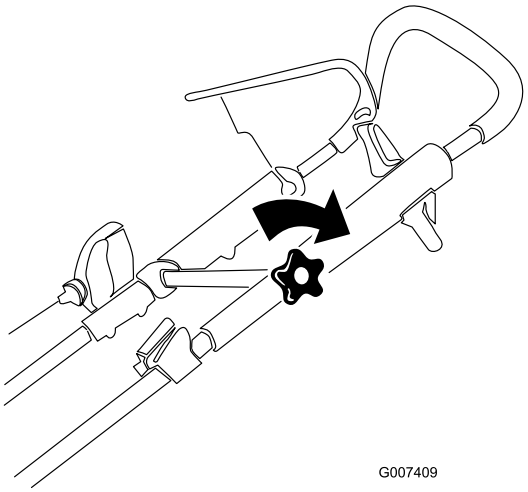

Figura 16
3. Serrate saldamente la manopola della sezione superiore della stegola (Figura 16).